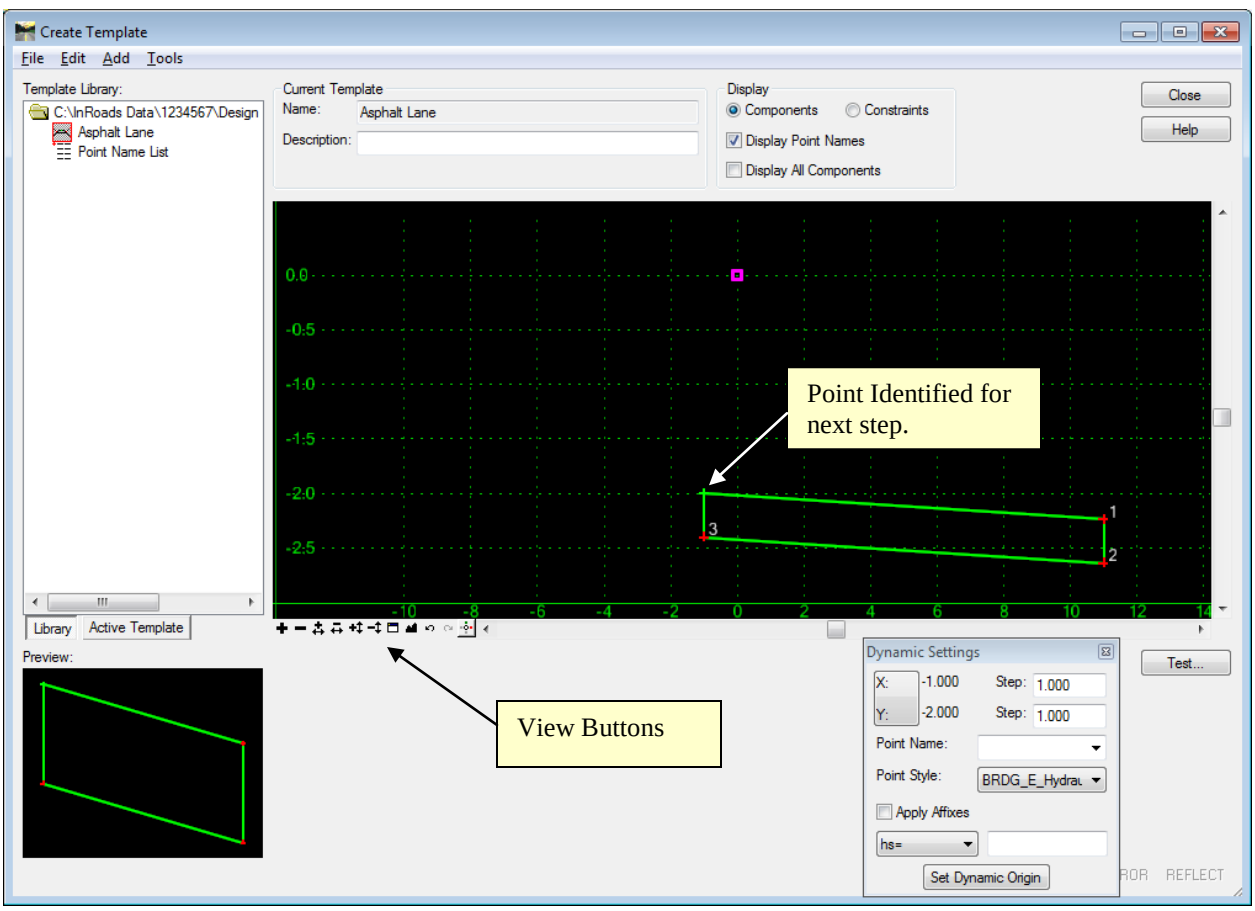

Figure L7-4 Create Template Window
16.	**Add a Simple Component to represent the Surface Layer of the Pavement Structure** • In the **Create Template** Window, select **Add ►Simple**. A **Simple Component** is selected and ready to be placed in the **Create Template** grid. • Move your cursor slowly around the grid and notice how your cursor locks on the grid points divisible by **1, 1**. This is the effect of setting the **Step:** values in the previous step. • Find the location **X: = -1, Y: = -2** and place the component at this location. • Use the View Buttons (located at the bottom left of the **Create Template** grid) and experiment with viewing using these buttons and the wheel on your mouse until the view is similar to that shown in *Figure L7-4*. (**Hint:** You can also use a combination of the mouse wheel and Control or Shift keys to stretch/zoom).
- Place your cursor over the Point identified in *Figure L7-4*.